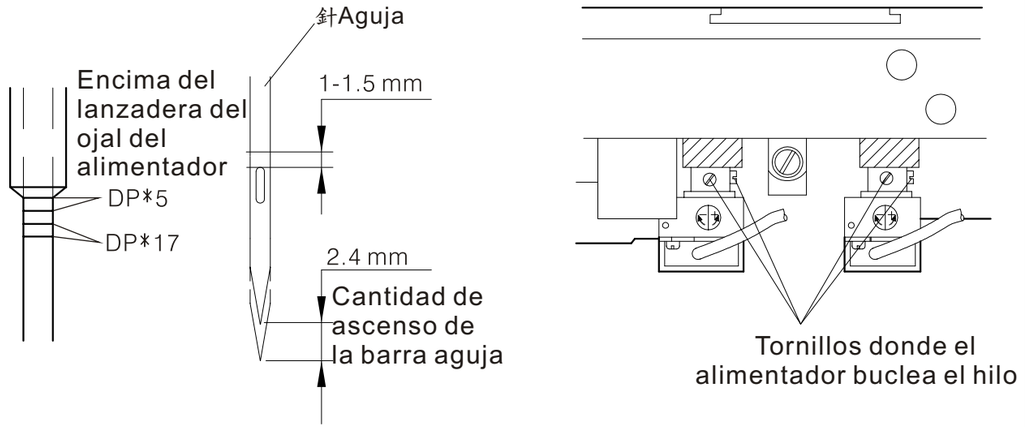

Fig. 2
2. Si el modelo de la maquina estándar de doble aguja 42 o 72, y esta usando aguja DP*5, por favor ajuste el numero de la aguja a cero. Tomo las dos líneas de escala superior como estándar. (Fig. 2)